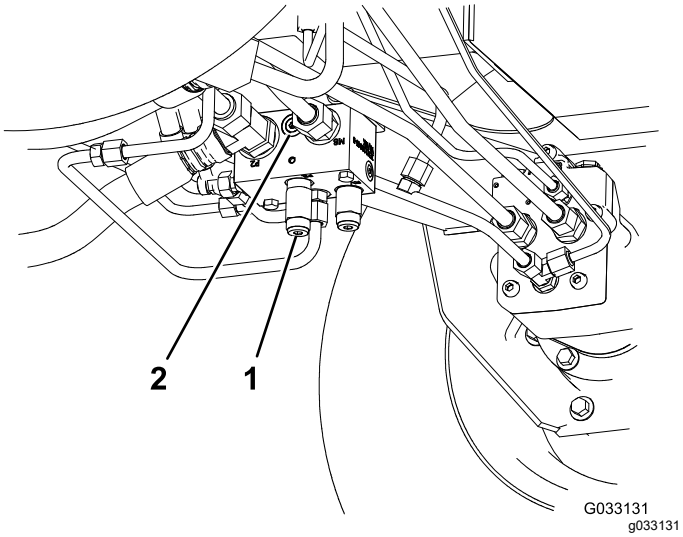

Рисунок 75
1. Установите диагностический штуцер в немаркированное отверстие, расположенное между отверстиями M8 и P2 в заднем тяговом коллекторе (Рисунок 75).